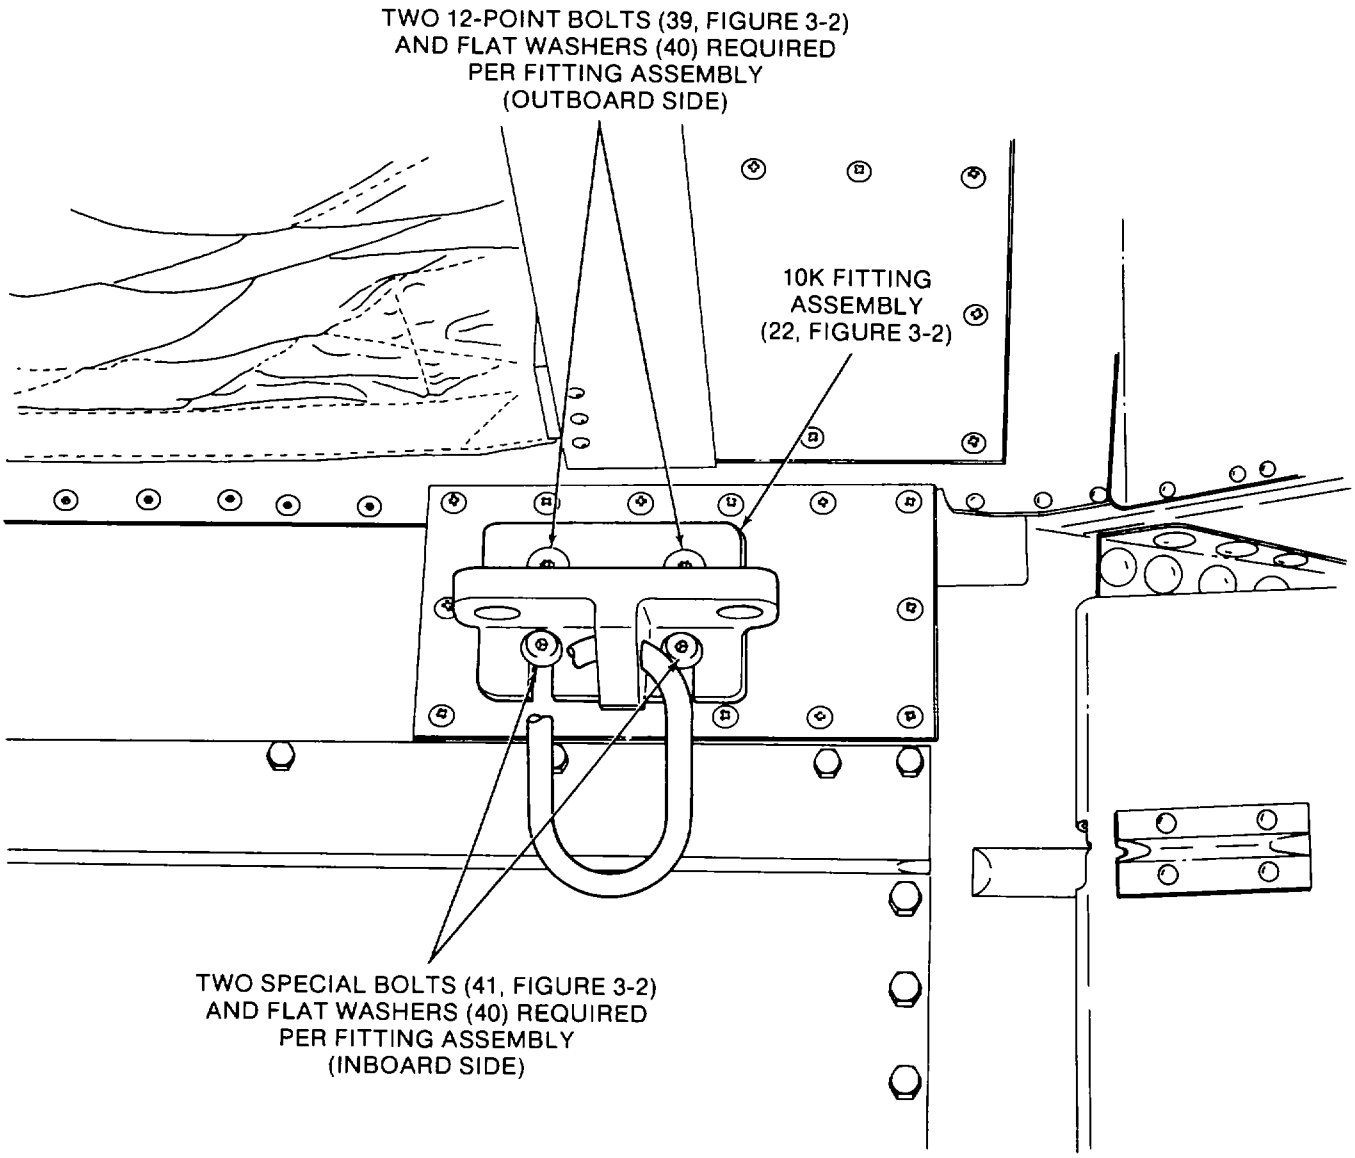

**Figure 2-4. 10k Fitting Assembly Installed**
(1) A new cargo handling system has just been installed.
(2) A cargo system has been removed from storage and installed.
(3) A system has been idle in an out-of-service aircraft.
(4) Maintenance has recently been performed and the system has not been inspected.
(5) A system appears to function improperly.
b. *Inspection Criteria*. A general inspection should be accomplished for any one of the reasons indicated in paragraph 2-4a. Inspect regularly to maintain the Helicopter Internal Cargo Handling System in good working condition. Make certain that all components shown in the table are accounted for in either the installed or stowed locations as applicable. (Refer to Table 2-1.) Then inspect the system against Figures 2-4 through 2-21 to make certain that all system components are properly installed. Check outboard rail/roller assemblies (1 through 6, Figure 3-2), inboard guide/roller assemblies (9 through 12), inboard ramp/roller assemblies (13 and 14), ramp guide rail/roller assemblies (7 and 8), and ramp extension roller assembly (15) for cracks or breaks. No cracks or breaks are allowed.
(5) Install eight 10k fitting assemblies (22, Figure 3-2) at the eight locations from which the 10k rings and screws were removed in Figure 2-3 and steps 2-8b.(2) through 2-8b.(4). Proceed as shown in Figure 2-4. Install inboard special bolts (41, Figure 3-2) and flat washers (40) finger tight. Slide 10k fitting assembly (22) into position (under the washers and bolts) through the open slots of the 10k fitting assembly. After 10k fitting assembly (22) is in place, insert 12-point bolts (39) and flat washers (40) and then tighten all four bolts.
(6) Install outboard rail/roller assemblies (1 through 6) according to the following steps. This procedure is typical for all outboard rail/roller assemblies.